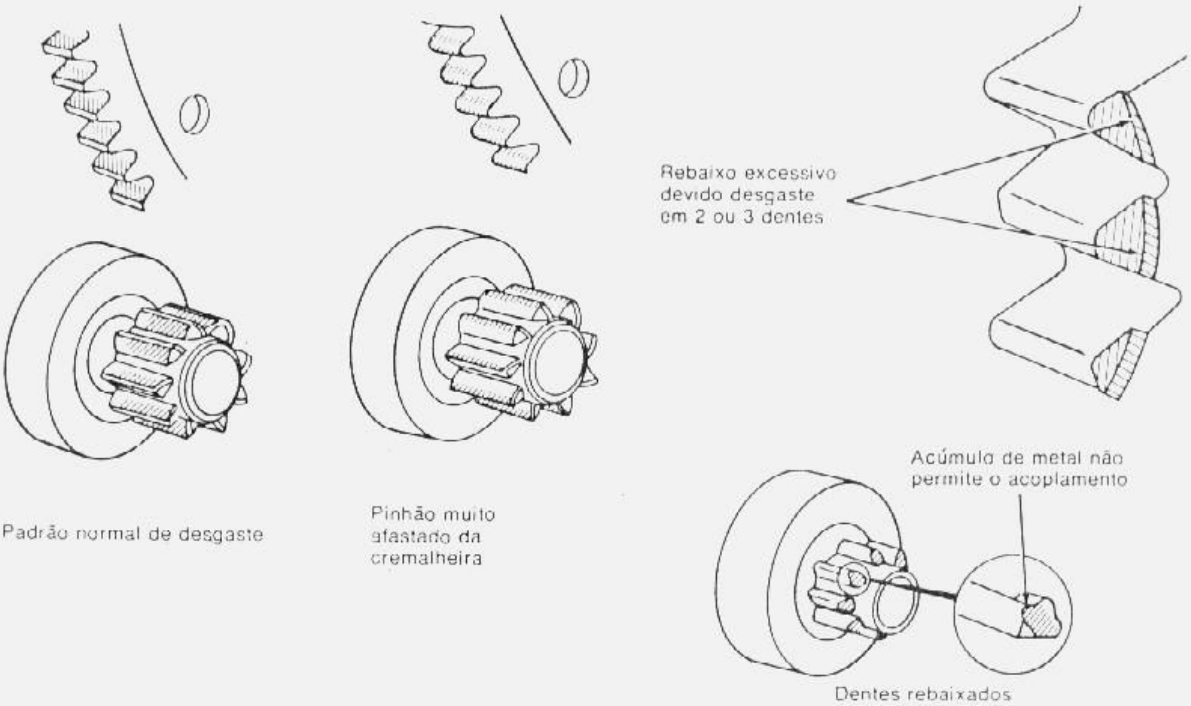

fig. 11 — padrões de desgaste do pinhão e cremalheira
7. Examinar o desgaste nos dentes do pinhão de acionamento. Os dentes devem penetrar mais da metade da profundidade nos dentes da cremalheira (fig. 11) para evitar falhas na cremalheira e no pinhão.
8. Substituir o pinhão de acionamento e cremalheiras que estiverem rebaixados, picotados, quebrados ou que mostrem sinais de acoplamento inadequado (fig. 11).